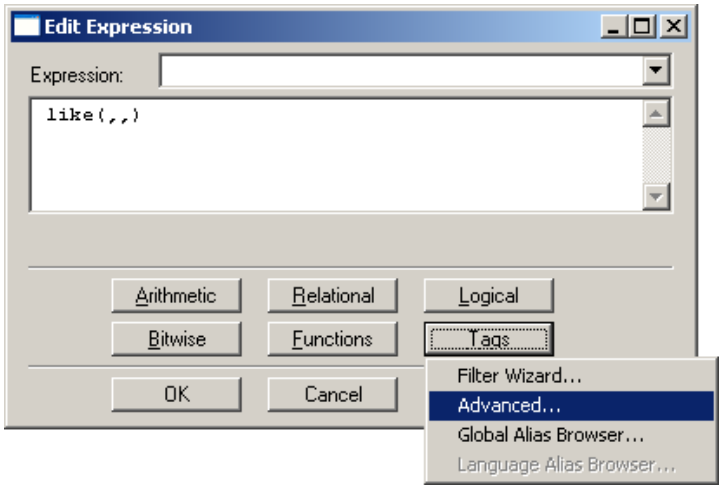

Figure L13.41 - Choosing Advanced Data Sources
6. For the first argument, choose Tags →Advanced, as depicted in Figure L13.41, to open the **Attribute Filter** dialog.